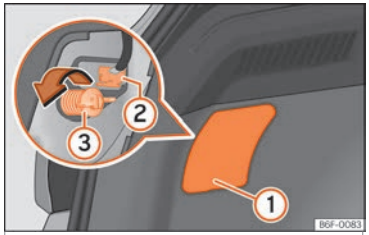
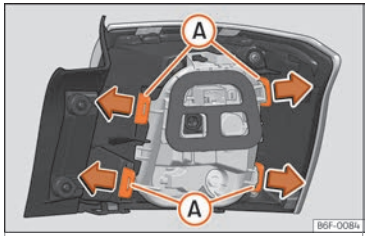

Fig. 57 Bagageira: acesso ao parafuso de fixação da unidade de luz traseira.
Fig. 58 Linguetas de fixação na parte posterior da unidade de luz traseira.
– Retire a tampa fazendo alavanca com o lado plano de uma chave de fendas no entalhe ››› Fig. 57 ①.
– Retire o conector da lâmpada ②.
– Desenrosque com a mão ou com a ajuda de uma chave de fendas o parafuso de fixação do farolim ③.
– Desmonte o porta-lâmpadas desbloqueando as linguetas de fixação ››› Fig. 58 Ⓐ.